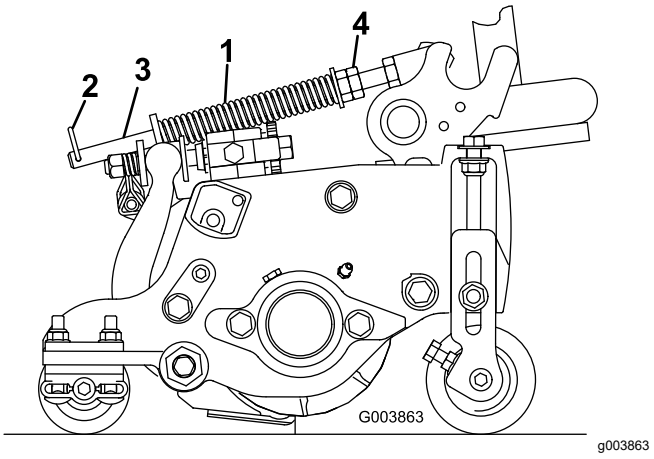

Figuur 21
De gazoncompensatieveer (Figuur 21) zorgt ervoor dat het gewicht van de voorste naar de achterste rol wordt verplaatst. Dit voorkomt dat er een golfpatroon in de grasmat ontstaat, ook wel bekend als 'bobbing'.
1. Monteer de borgpen in de achterste opening in de veerstang (Figuur 21).
van de samengedrukte veer 15,9 cm bedraagt; zie (Figuur 21).